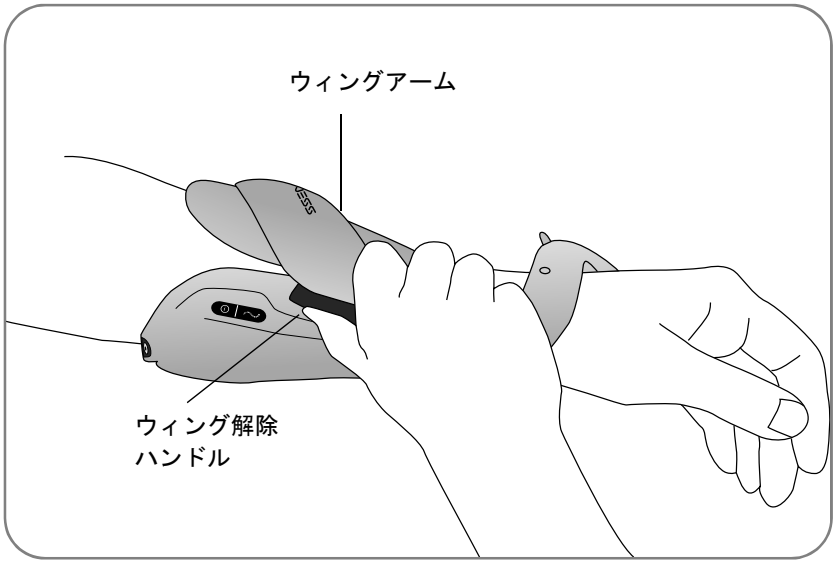

図 10-2：伸筋ウィング部を開いているところ
3. ウィング解除ハンドルとウィングアームを一緒につかんで、伸筋ウィング部を開きます（図 10-2 を参照）。